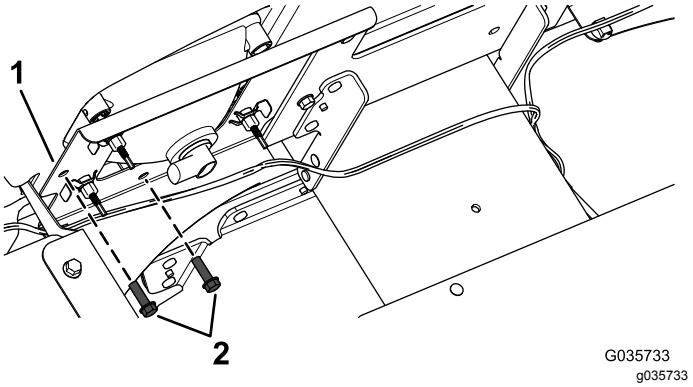

Figuur 1
1. Verwijder de 2 bestaande schroeven van de beugel van de koplamp (Figuur 1).